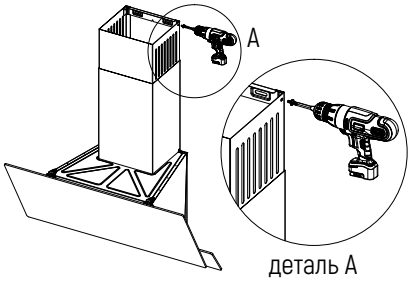

Рисунок 8
10. Закрепите наружную секцию воздуховода на кронштейнах для подключения воздуховода (два сверху на вытяжке), расположенных на верхней поверхности вытяжки, с помощью винта 3,5x6,5 RYSB (Рисунок 8).